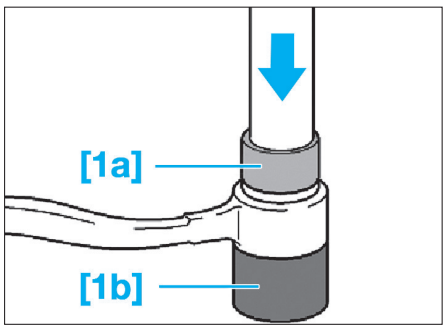

Fig. 30
• A l'aide d'une presse et les outils [1a] et [1b], chasser le silentbloc du bras de traction **(Fig.30)**.